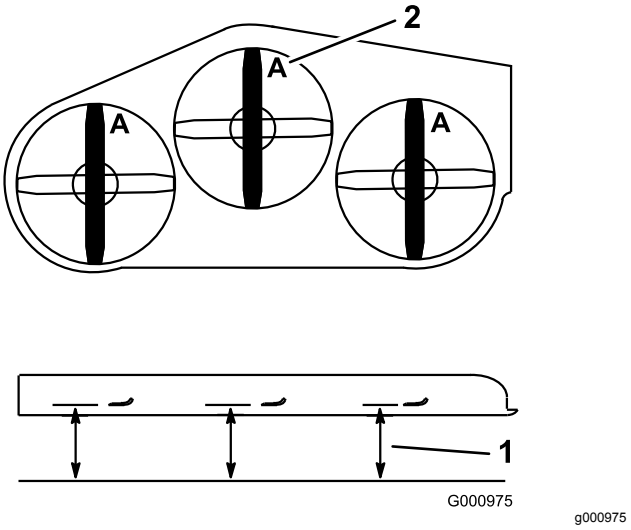

Figur 113
2. Mål fra en plan overflade til skæreknivenes skærekant, position **A** (Figur 113).